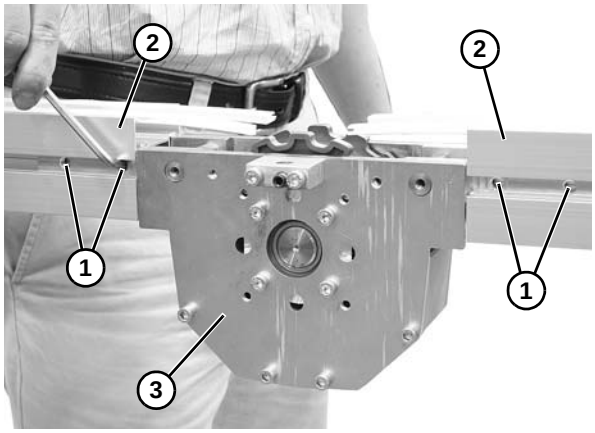

Figure 88
8. Loosen set screws **(Figure 88, item 1)** on both sides of conveyor.
9. Separate conveyor halfs **(Figure 88, item 2)** and remove drive assembly **(Figure 88, item 3)**.